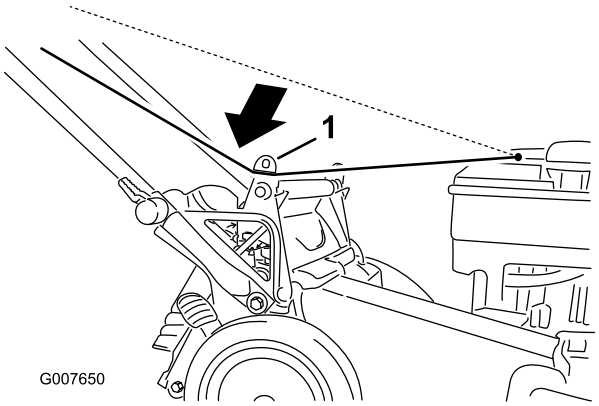

Rysunek 24
1. Poprowadź linkę rozrusznika wokół dolnej prowadnicy linki (Rysunek 24).